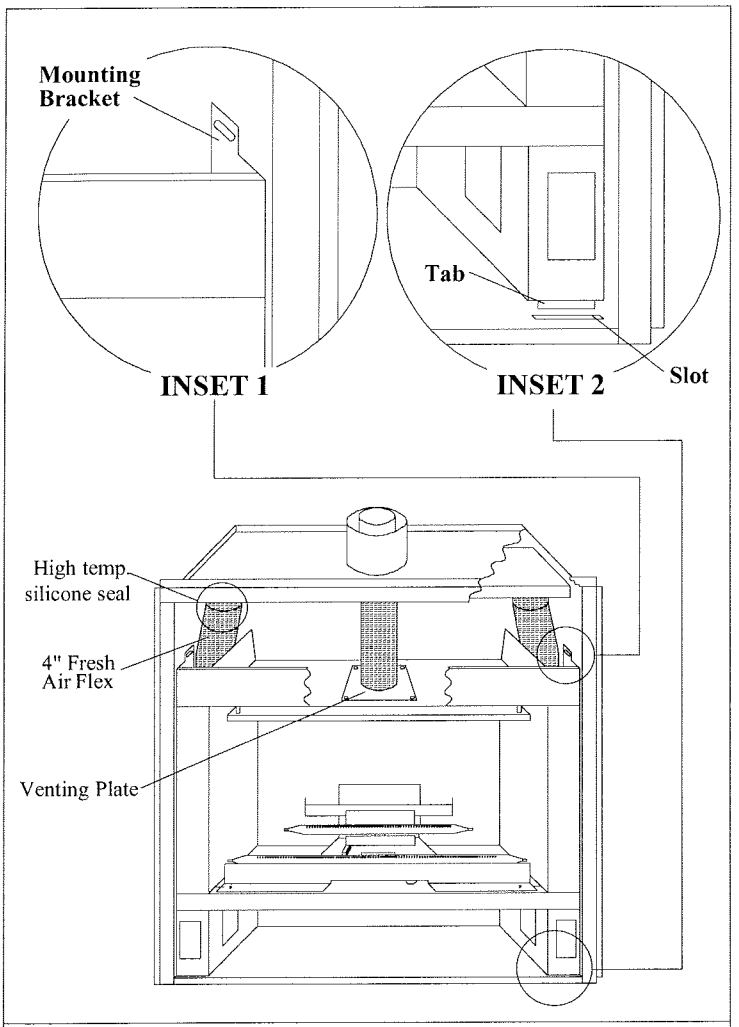

FIGURE 6. ATTACHING FLEX LINERS.
STEP 1. Remove the two machine screws (1 left & 1 right) at the top of the insert that attach the insert to the shell. *See figure 6 - inset 1.*
STEP 2. Remove the 4" fresh air flex from the collars on the shell. *See figure 6.* **IMPORTANT: Be careful not to damage the fresh air flex during removal or storage.**
STEP 4. Remove the insert by tipping the top of the insert outward and lifting the tabs past the slots in the bottom of the shell. *See figure 6 - inset 2.*